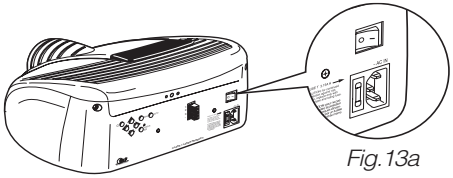
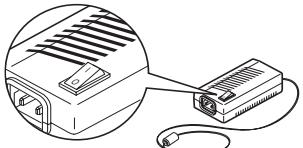

Fig.13a
Fig.13c
1) Set the two power switches to “I”; the DigiOptic™ Image Processor power switch is located on the external power supply unit *(Fig. 13c)*, while the Projector switch is on the rear panel *(Fig. 13a)*.